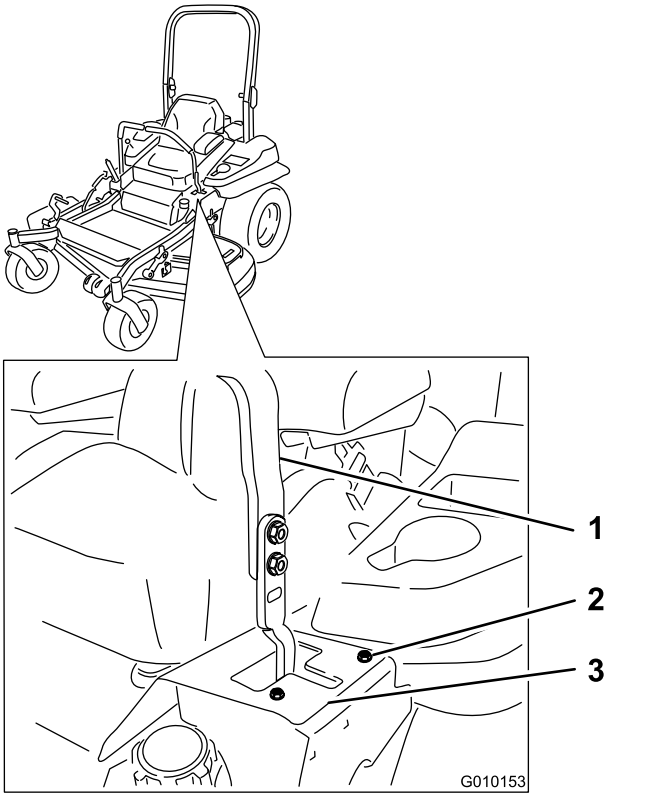

**Figur 72**
- Hvis maskinen sporer mod højre, skal boltene løsnes, og den venstre stopplade på venstre T-rille justeres bagud, indtil maskinen sporer lige (Figur 72).
- Hvis maskinen sporer mod venstre, skal boltene løsnes, og den højre stopplade på højre T-rille justeres bagud, indtil maskinen sporer lige (Figur 72).
8. Stram stoppladen (Figur 72).